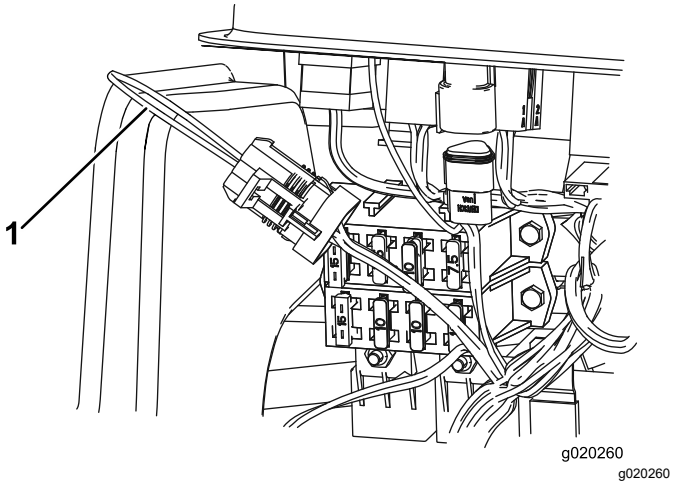

Figure 41
3. Localisez le faisceau de câblage et le connecteur de bouclage (Figure 41).